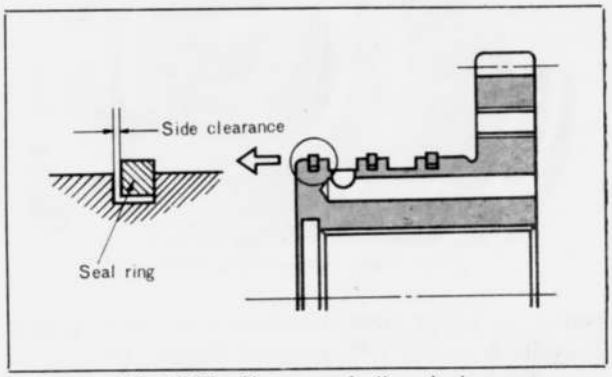

Fig. 2-36 Clearance of oil seal ring
6. Check the side clearance between the sealing and gloove as shown in Fig. 2-36. The standard clearance is 0.04~0.16 mm (0.002~0.006 in). When disassembling the seal ring, squeeze it up so that its joint will rise above the groove, and disconnect the joint.